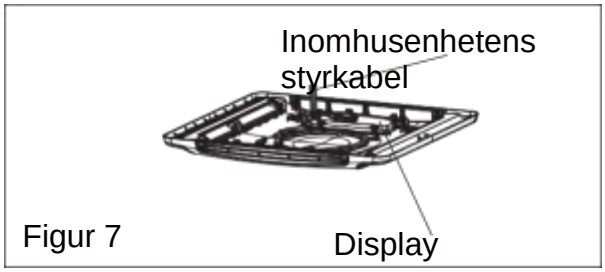

Figur 7
2. Inomhusenheten har en styrsignalkabel och en kontakt som visas i figur 7.